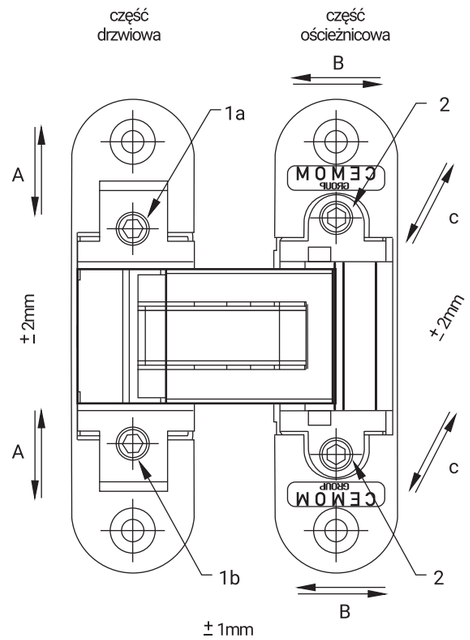

rys. 6 - Regulacja zawiasów niewidocznych 3D
15. W przypadku, gdy skrzydło nie znajduje się w jednej płaszczyźnie z ościeżnicą lub szczelina wokół skrzydła nie posiada stałego wymiaru i montaż został przeprowadzony prawidłowo, należy przeprowadzić regulację zawiasów, wg poniższych rysunków. (**rys. 6**)